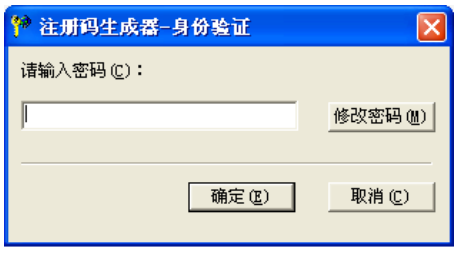
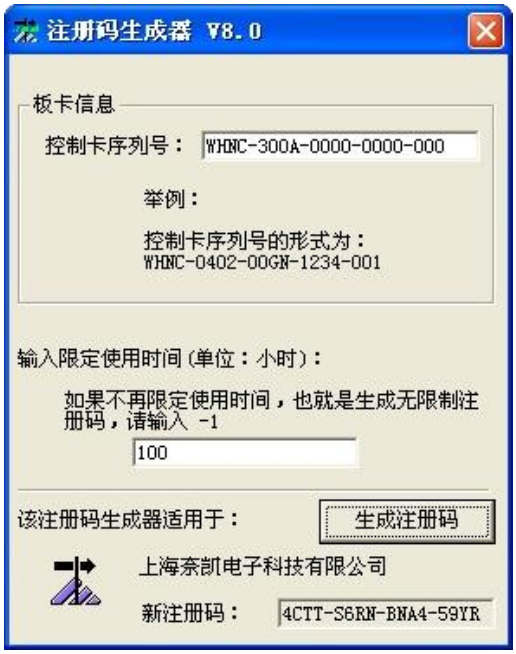

图 3-78 注册码生成器一
图 3-79 注册码生成器二
(2) 双击注册码生成器“GetRegCode.exe”，在图 3-78 中填入密码“ncstudio”（该密码可修改）并确定后依次输入控制卡序列号，限定使用时间，然后点击“生成注册码”，即可在页面最下面看到生成的新注册码，如图 3-79。如果不再限定使用时间，也就是生成无限制注册码，请在“限定使用时间”栏输入-1。